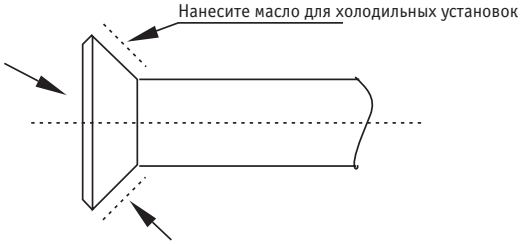

Рис. 6.2
- Перед затяжкой конусной гайки на конус трубы нанесите (внутри и снаружи) масло для холодильных установок, затем от руки заверните гайку на три-четыре оборота, прежде чем затянуть ключами. См. рис. 6.2